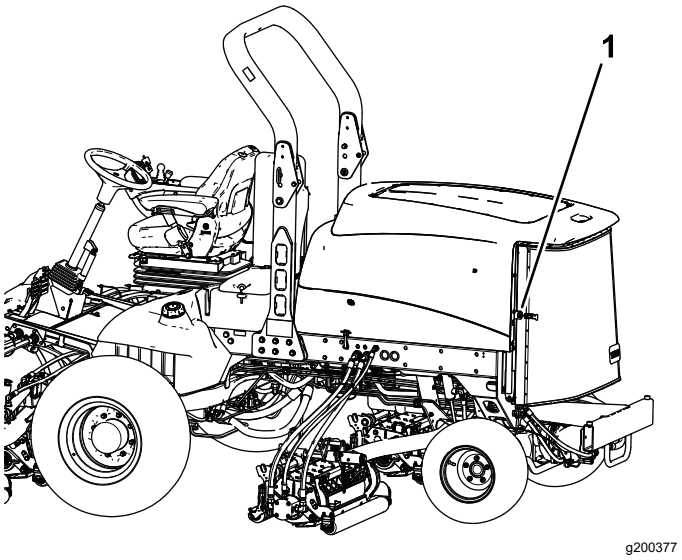

Figur 113
2. Frigör och sväng upp bakpanelen (Figur 113).